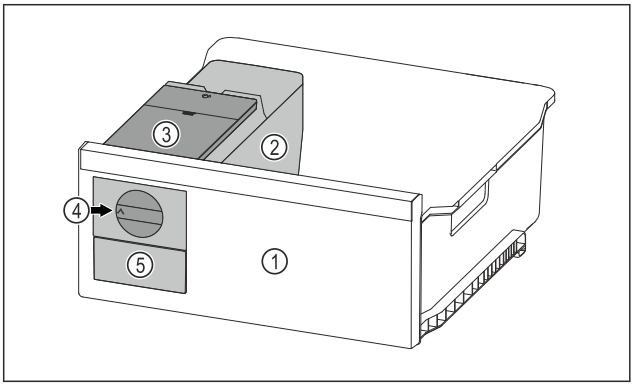

Fig. 124 Example illustration
▶ Turn the rotary knob *Fig. 124 (4)* clockwise as far as it will go.
▷ Ice cubes fall from the ice cube tray into the ice cube drawer *Fig. 124 (5)*.